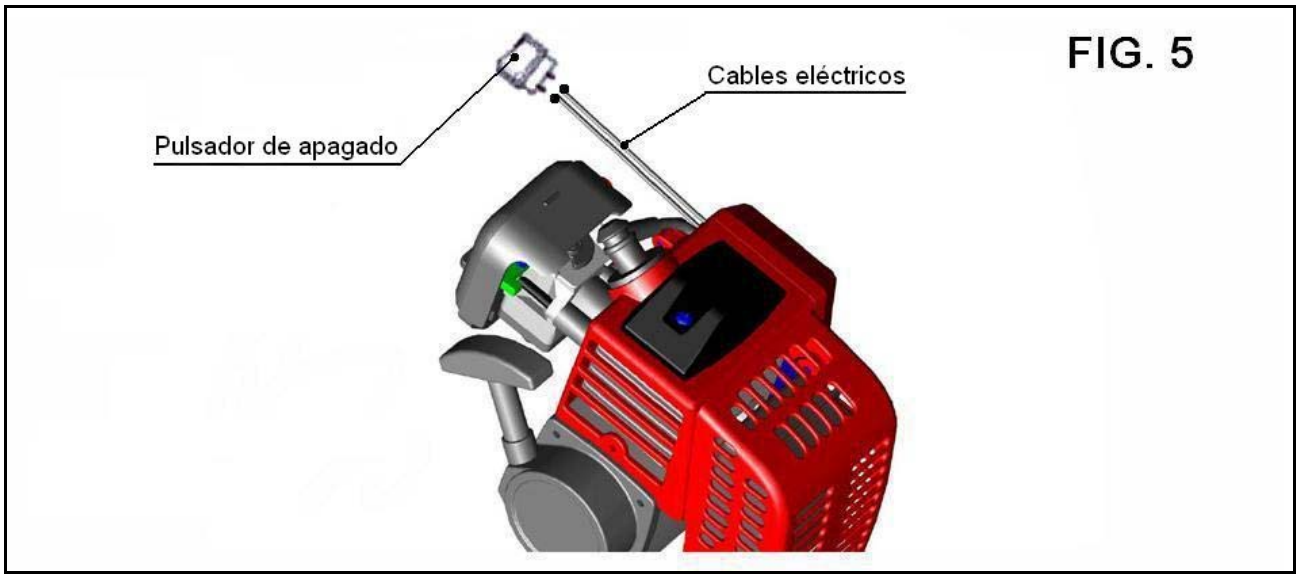

FIG. 5
2. Presionar el pulsador de apagado para detener el funcionamiento del motor (Fig. 5).